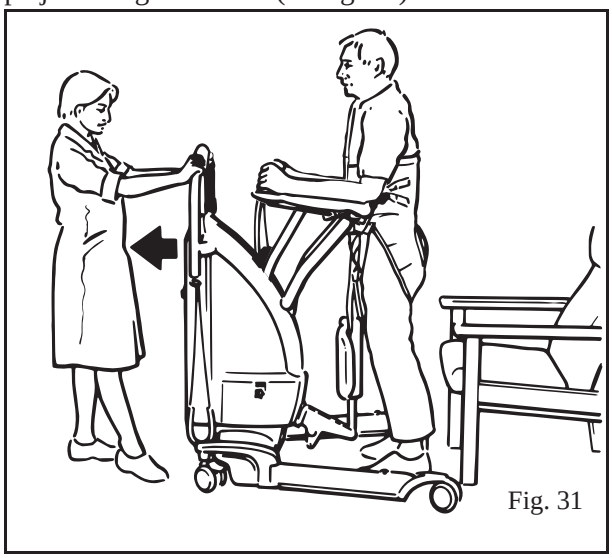

Fig. 31
8. Når plejemodtageren står sikkert, skal du slå bremserne fra og trække liften lidt væk fra plejemodtageren, indtil Proactive Pad er fri af plejemodtagerens ben. (Se fig. 31)